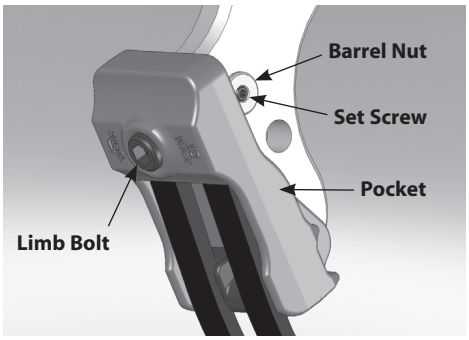

Figure 1
1. Remove the set screw from the barrel nut found under the pocket on the riser using a 3/32" allen wrench **(See Figure 1).**